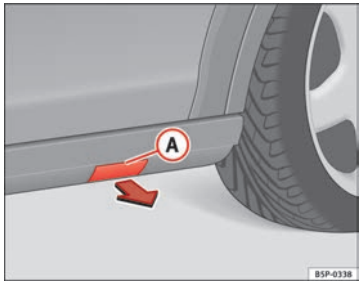

Fig. 183 Plastic sill panel trim with jack allotment cover
– Remove the cap (A) to access the anchor point for the vehicle jack ⇒ Fig. 183.
– Pull on the cover and remove it from its allotment in the direction of the arrow ⇒ Fig. 183.